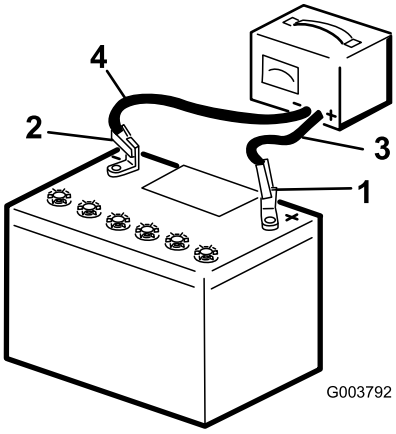

Figuur 44
2. Laad de accu op gedurende 4 tot 8 uur bij 3-4 A (Figuur 44). De accu niet te ver opladen.
3. Zodra de accu volledig is opgeladen, haalt u de acculader uit het stopcontact en maakt u vervolgens de oplaadkabels los van de accuklemmen (Figuur 44).
1. Gebruik de eerder verwijderde bevestigingsmiddelen om de pluskabel (rood) op de pluspool (+) van de accu aan te sluiten (Figuur 44).
3. Gebruik de eerder verwijderde bevestigingsmiddelen om de minkabel (zwart) op de minpool (–) van de accu aan te sluiten (Figuur 44).
4. Bevestig de accu met de balk en vleugelmoeren (Figuur 44).